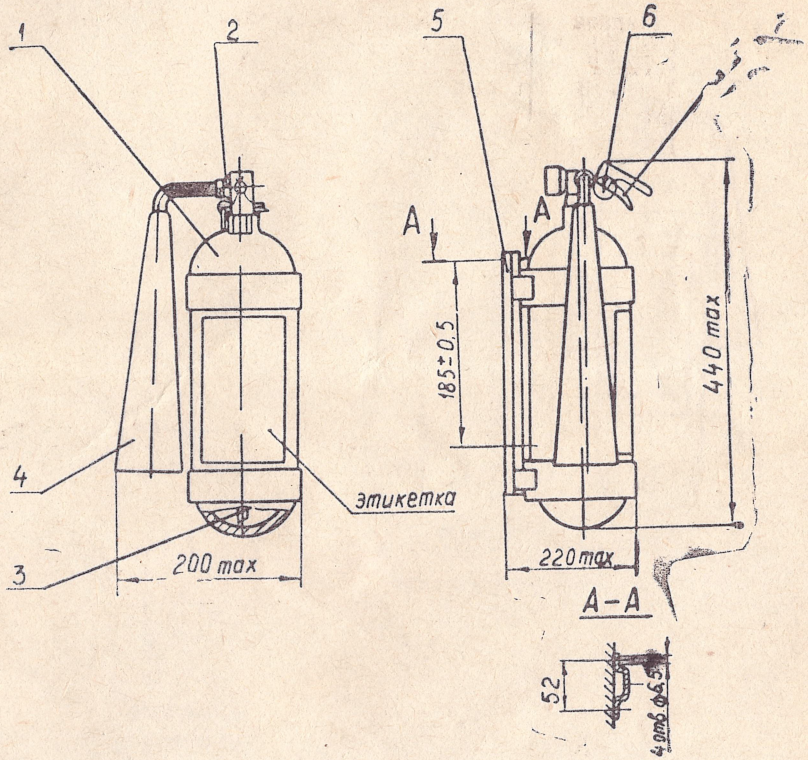

**Рис. 1. Огнетушитель ОУ-2**
Огнетушитель представляет собой стальной баллон (рис. 1, 2, 3), в горловину которого на конической резьбе ввернута головка запорная 2 с трубкой сифонной 3.
6. 1. При введении огнетушителя в эксплуатацию необходимо присоединить к нему раструб для ОУ-2, ОУ-5, шланг с раструбом для ОУ-8 и закрепить согласно рис. 1, 2, 3.